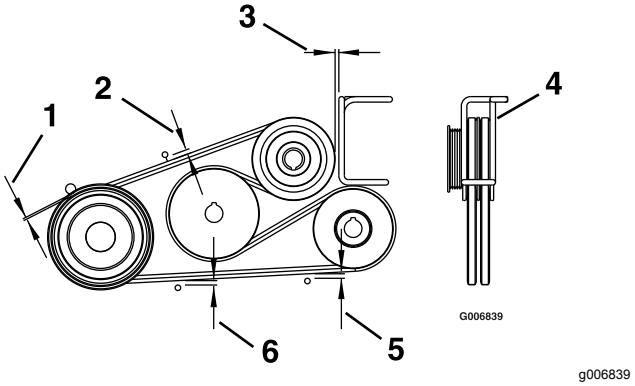

Figura 60
4. Ajuste as guias da correia como se mostra na Figura 60.